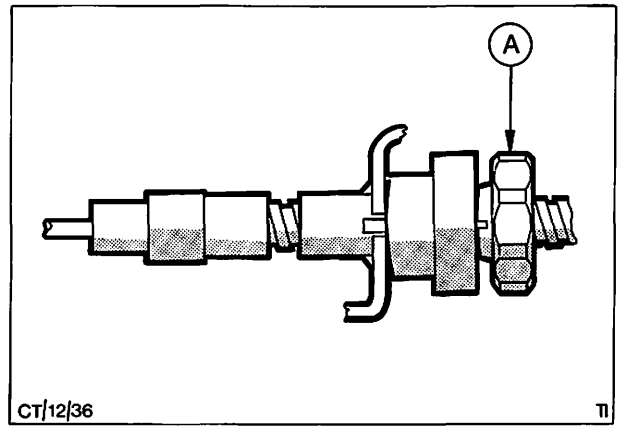

Abb. 68 A = Einstellmutter
5. Handbremsseilzüge mit der Einstellmutter am rechten Widerlager, Abb. 68, so vorspannen, daß sich die Prüfstifte in den Bremsträgern gerade noch drehen lassen. Um die **beiden** Spielwerte auszugleichen, kann der Seilzug von Hand durch den Ausgleichbügel entsprechend verschoben werden. Einstellmutter 1/4 bis 1/2 Drehung weiterdrehen. Handbremse voll anziehen, um Einstellmutter an Hülse anzusetzen.